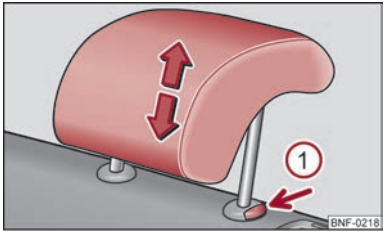

Fig. 34 Head restraints rear: adjusting/removing
– Grasp the side of the head restraint with both hands and push it in upward direction as desired ⇒ Fig. 34.
– Move the head restraint downwards if required by pressing and holding the safety button ① with one hand and by pressing with the other hand the head restraint downwards.